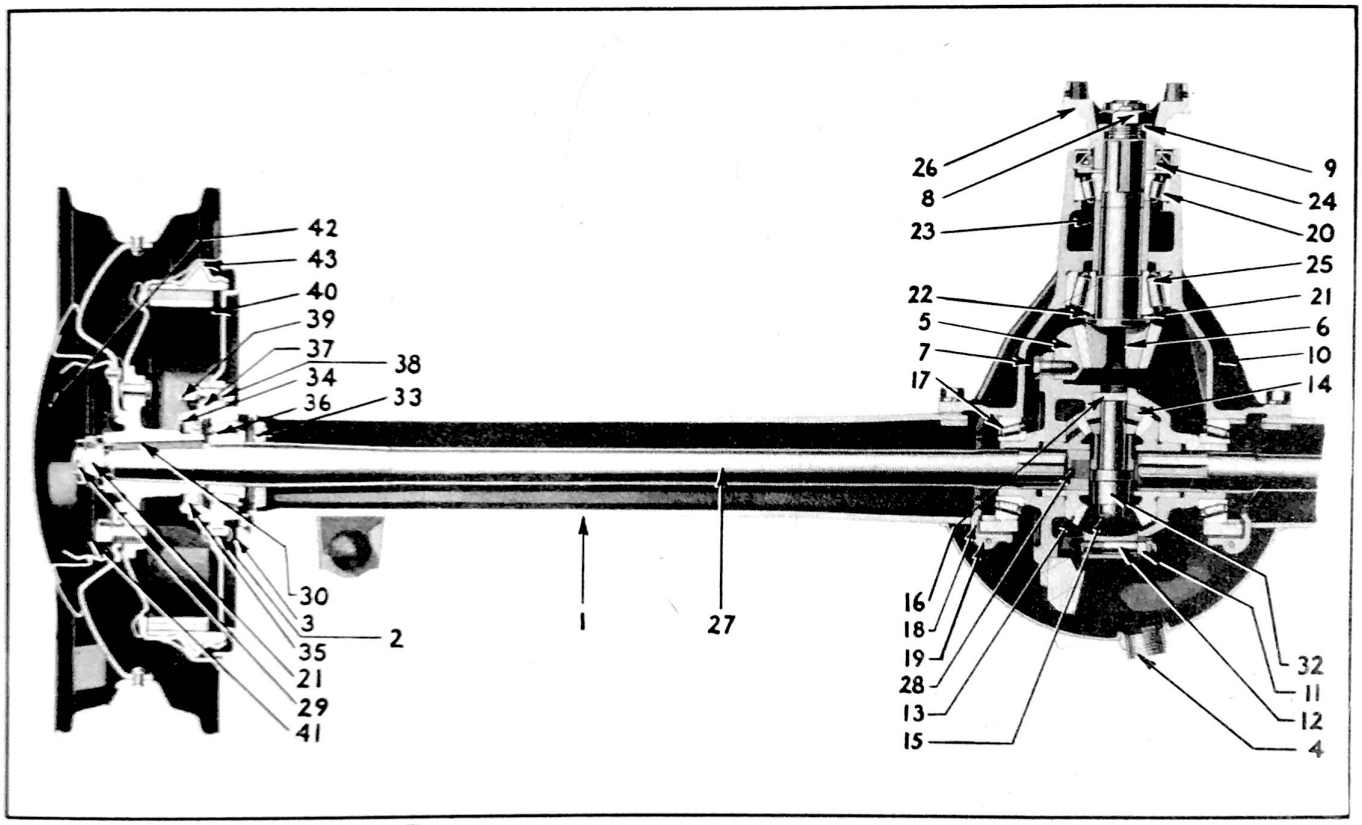
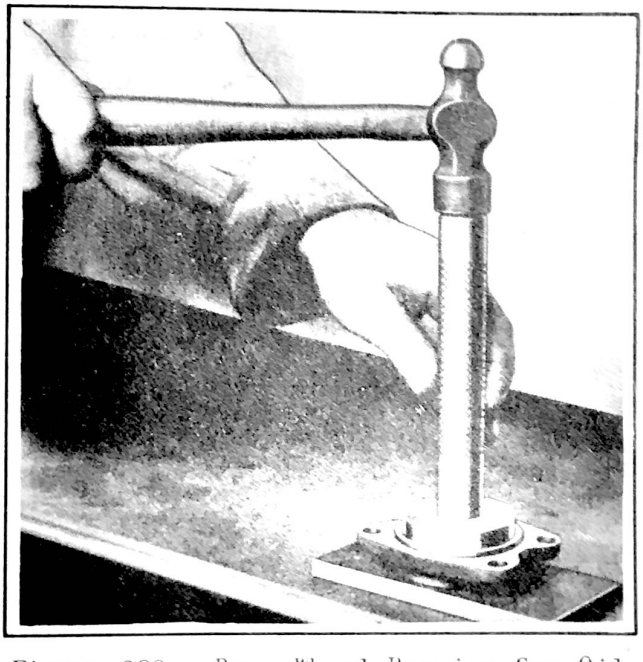
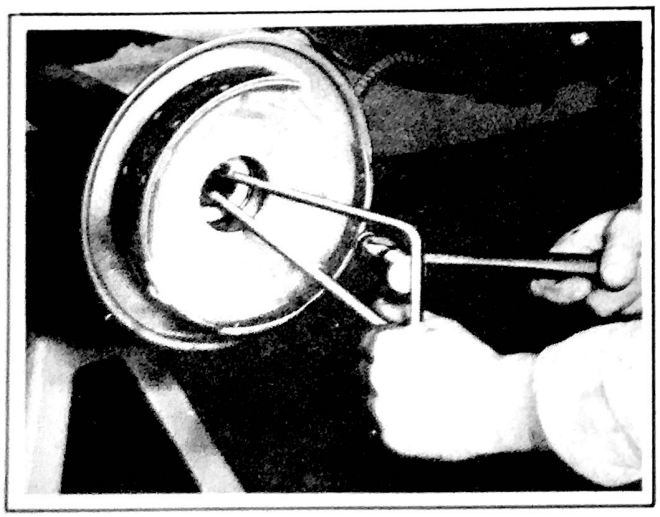
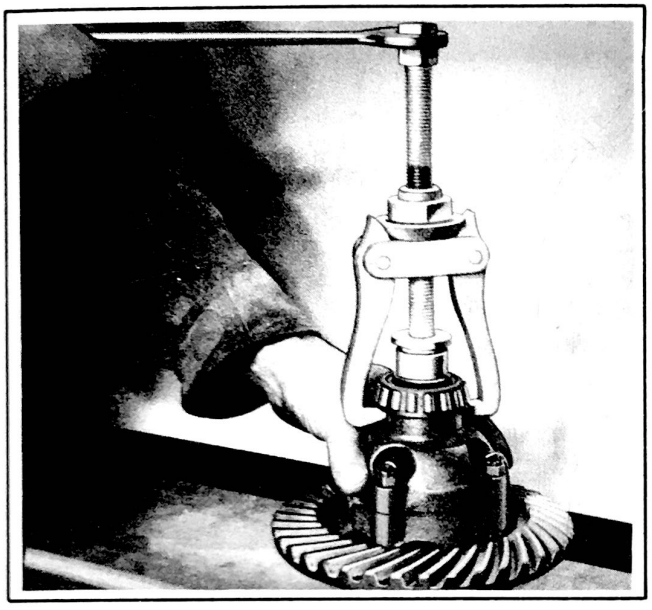

Figure 274 - Rear Axle Assembly
Figure 280 - Rear Wheel Bearing Cap Oil Seal and Pinion Shaft Oil Seal Replacer Tool J-353-1
Figure 282 - Axle Shaft and Pinion Shaft Oil Seal Removal Tool HM-555
Figure 283 - Differential Bearing Cone and Roller Removing with J-354-A Puller
DIFFERENTIAL CARRIER AND GEAR SET REMOVAL. Remove drain plug (4), Fig. 274.
Remove the four nuts (39), Fig. 274, holding the wheel bearing adjusting caps (34) and shims (37). Remove caps.
Remove bearing cap oil seal assembly (35), Fig. 274, and install a new one using tool J 353-1, as shown in Fig. 280.
Remove axle shaft oil seal and retainer (33), Fig. 274, using axle shaft and pinion shaft oil seal remover tool HM 555 as shown in Fig. 282.
DIFFERENTIAL DISASSEMBLING. Remove differential bearing cones (17), Fig. 274, from differential case hubs using bearing puller tool J 354-A as shown in Fig. 283. Puller fingers fit in the notches that are in the differential case.
Remove drive gear bolts and lockwashers and take off drive gear (5) Fig. 274.
Remove cotter pins and nuts (12) Fig. 274, from differential case. Separate the right and left cases and this will allow removal of the--